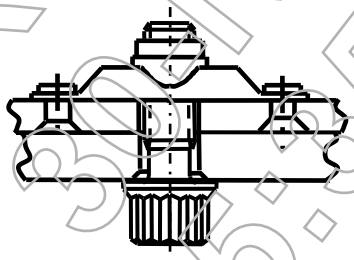

FIGURE 9 – BOLTS IN SELF-LOCKING PLATE NUTS
g) Bolts assembled into self-locking plate nuts (see Figure 9)